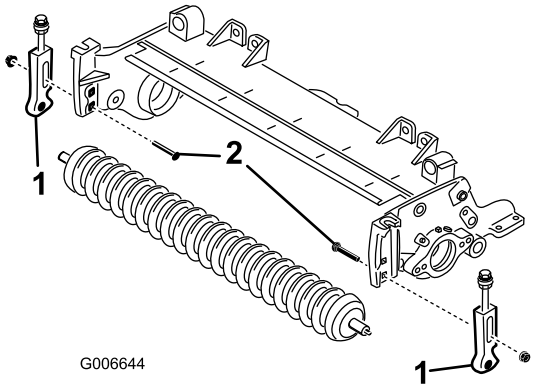

Bild 4
5. Nehmen Sie die Schlossschrauben und Muttern ab, mit denen die Schnitthöhenhalterungen an den Seitenplatten der Schneideinheit befestigt sind (Bild 4).
7. Nehmen Sie die Schnitthöhenhalterungen und die vordere Rolle von den Seitenplatten der Schneideinheit ab (Bild 4).